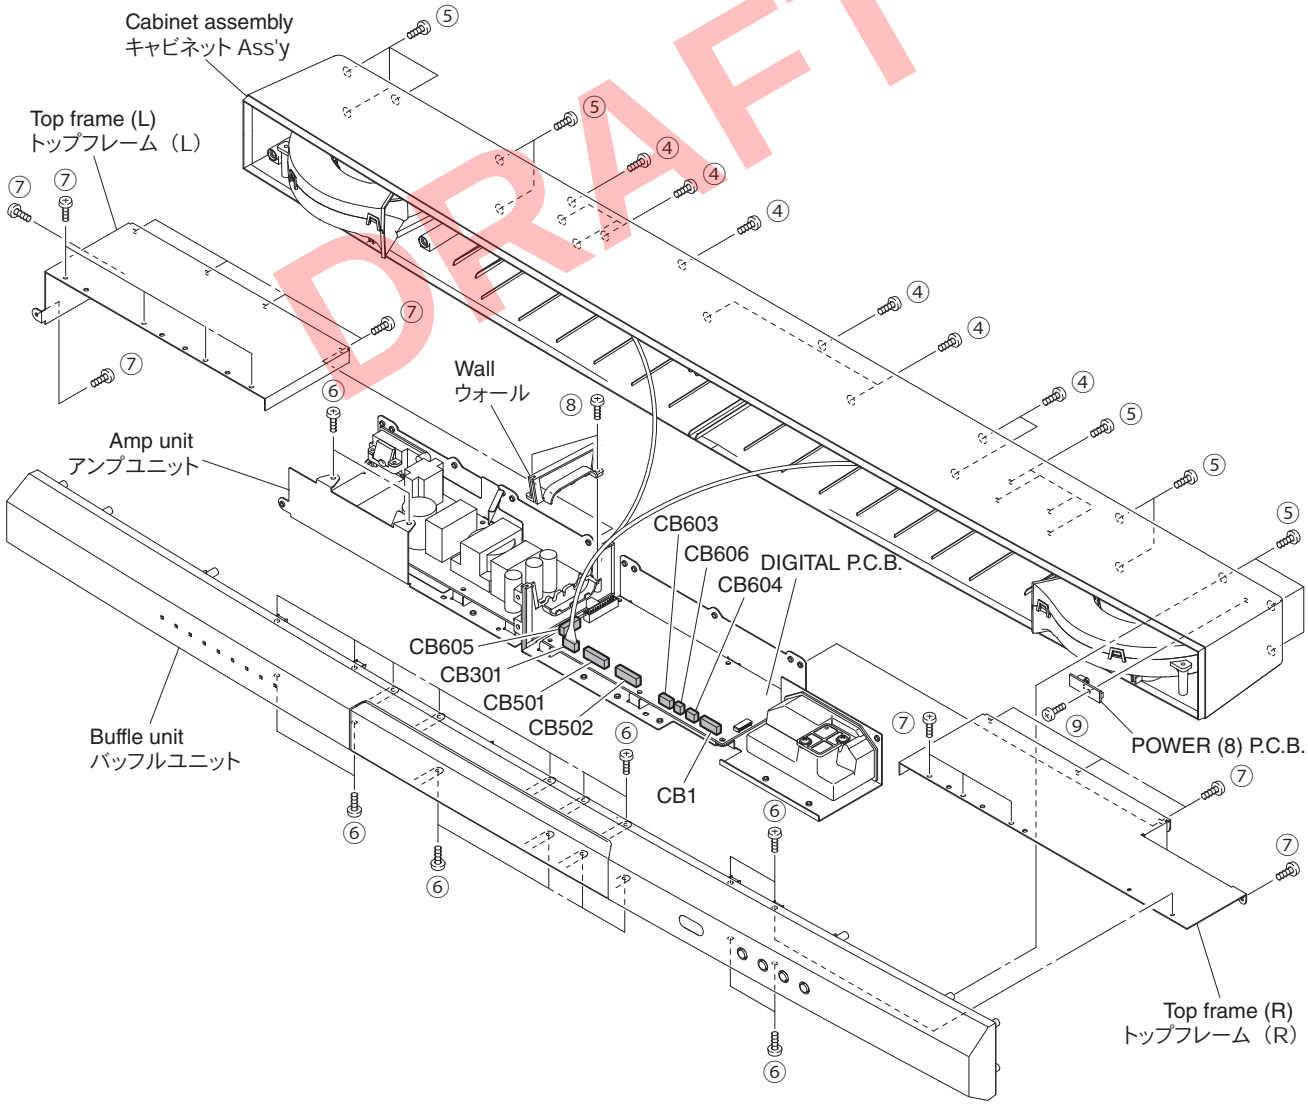

Fig. 2
a. Remove 10 screws (④) and 14 screws (⑤). (Fig. 2)
* Screws (④) are identified with arrow marks (◀).
b. Pull out the cabinet assembly. (Fig. 2)
c. Remove CB301 and CB606. (Fig. 2)
d. Remove the cabinet assembly. (Fig. 2)
a. Remove 19 screws (⑥). (Fig. 2)
b. Remove 16 screws (⑦) and then remove the top frame (L) and top frame (R). (Fig. 2)
c. Remove 2 screws (⑧) and then remove the wall. (Fig. 2)
d. Remove CB1, CB501, CB502, CB603, CB604 and CB605. (Fig. 2)
e. Remove the amp unit. (Fig. 2)
4. Removal of POWER (8) P.C.B.
a. Remove screw (⑨). (Fig. 2)
b. Remove the POWER (8) P.C.B. (Fig. 2)
a. ④ のネジ 10 本、⑤ のネジ 14 本を外します。(Fig. 2)
b. キャビネット Ass'y を引き出します。(Fig. 2)
c. CB301、CB606 を外します。(Fig. 2)
d. キャビネット Ass'y を外します。(Fig. 2)
a. ⑥ のネジ 19 本を外します。(Fig. 2)
b. ⑦ のネジ 16 本を外し、トップフレーム（L）とトップフレーム（R）を外します。(Fig. 2)
c. ⑧ のネジ 2 本を外し、ウォールを外します。(Fig. 2)
d. CB1、CB501、CB502、CB603、CB604、CB605 を外します。(Fig. 2)
e. アンプユニットを外します。(Fig. 2)
a. ⑨ のネジ 1 本を外します。(Fig. 2)
b. POWER（8）P.C.B. を外します。(Fig. 2)